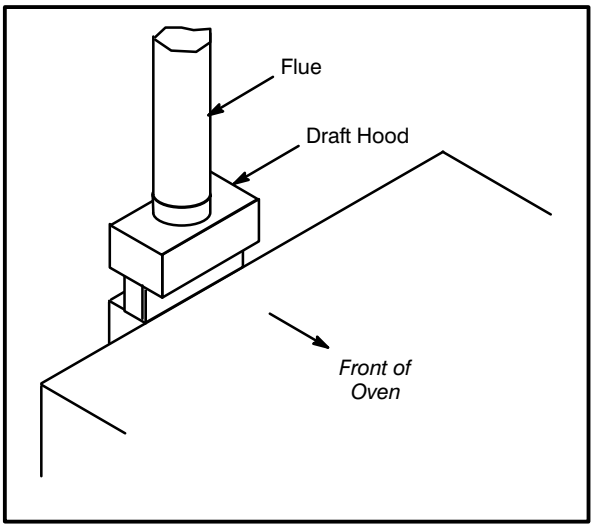

**Figure 9**
1. Place the draft hood over the flue connector. See Figure 9.